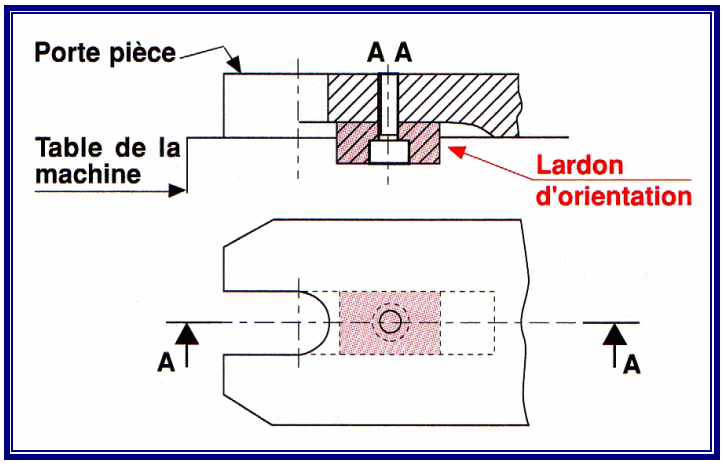

Figure 9. Liaison porte-pièce machine
- les éléments de liaison porte-pièce/machine (lardons d'orientation, centreur, ...) (fig. 9).